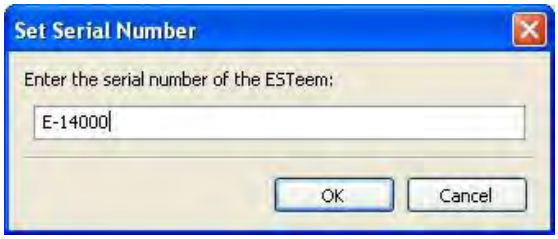
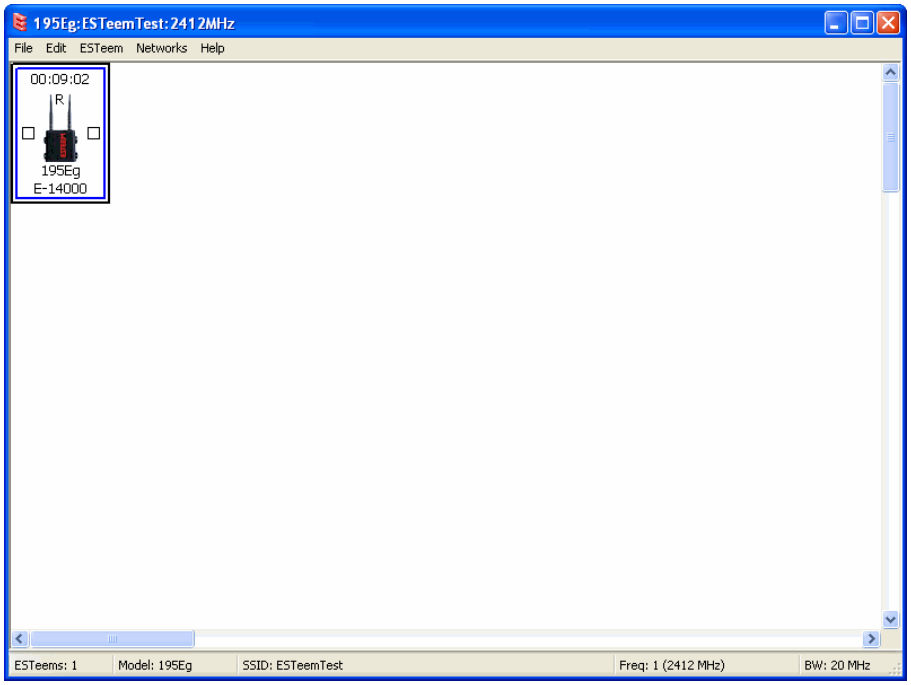

Figure 10: Enter the Serial Number
Figure 11: Main Office ESTeem Horizon
2. Enter in the ESTeem Horizon serial numbers used for the example (for example enter E-14000 in the Set Serial Number Box) and press the OK button (Figure 10). The ENC Utility will look up the ESTeem Horizon's serial number in the database and match the correct Wireless LAN MAC (WLAN MAC) address to the modem. This WLAN MAC address will be displayed above the modem symbol on the screen (Figure 11).